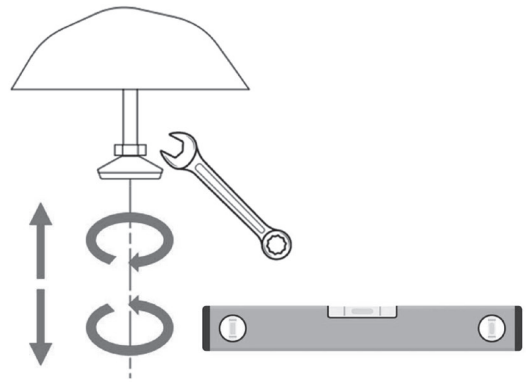

fig. 12
- Una volta posizionata nella zona desiderata metterla in piano tramite i piedini regolabili (fig.12).